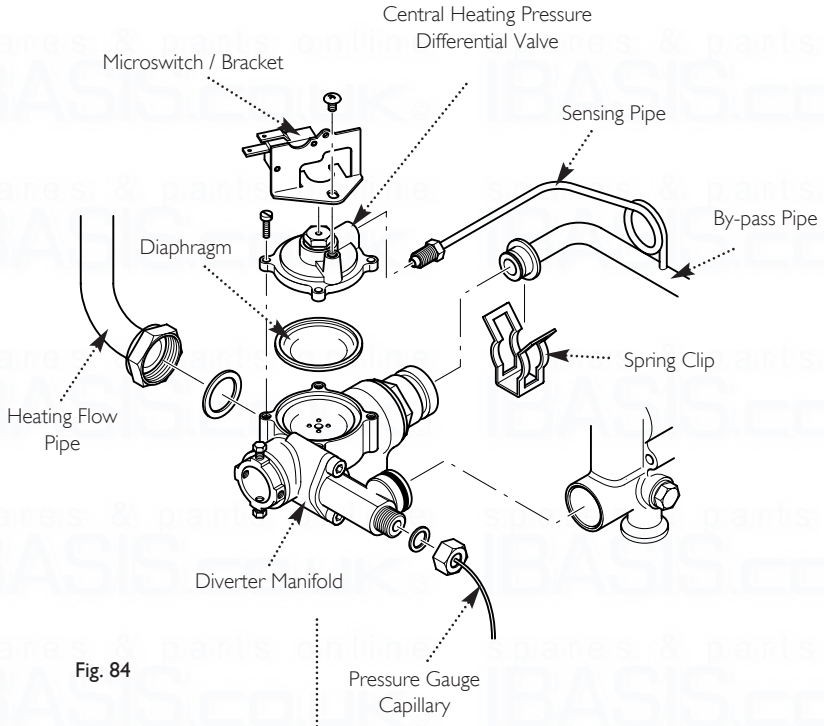

Fig. 84
**Pressure Differential Valve** (Fig. 84)
**CH Pressure Microswitch** (Fig. 84)